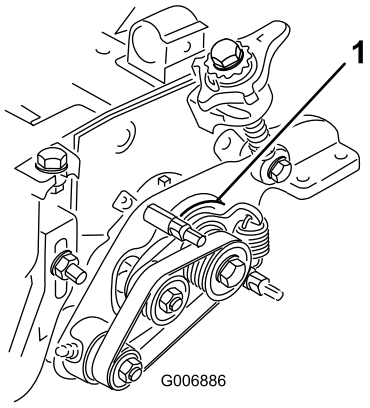

Figur 47
6. Sørg for at hoveddrivsfôringen (Figur 47) svinger fritt rundt drivnavet.